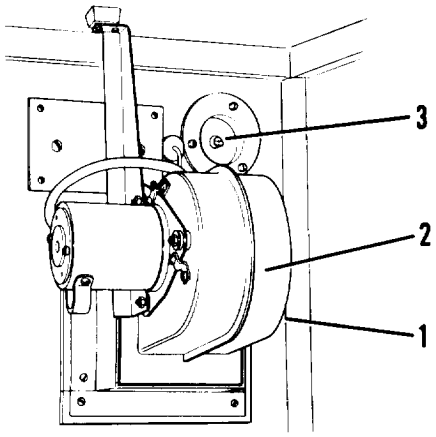

Figure 2-29. Vent fan
(1) Open vent lever (1, figure 2-29) on right side of vent fan (2).
(2) Turn vent fan switch (3) to ON position.